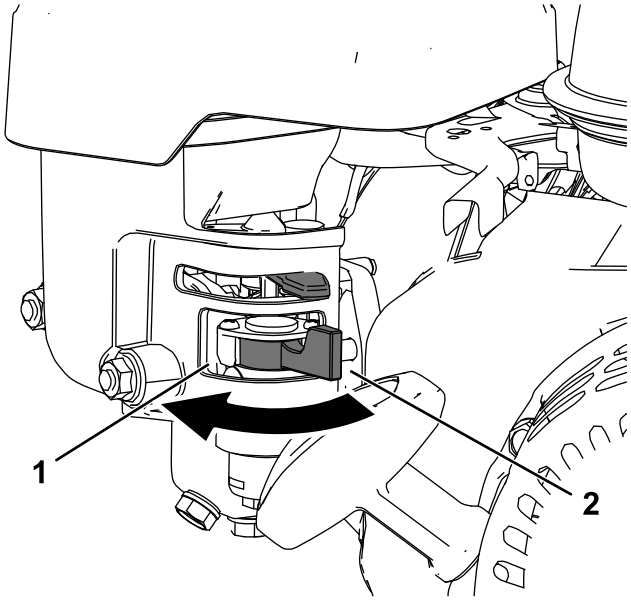

Figur 11
- For at åbne brændstofventilen skal du dreje brændstofafbryderventilens håndtag hen mod tilbageslagsstarthåndtaget (Figur 11).
- For at lukke brændstofventilen skal du dreje brændstofafbryderventilens håndtag væk fra tilbageslagsstarthåndtaget (Figur 11).